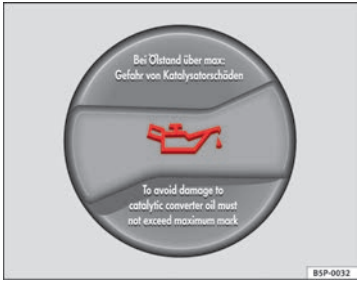

Fig. 145 In the engine compartment: Engine oil filler cap
– Unscrew cap from oil filler opening ⇒ fig. 145.
– As soon as the oil level is in area (B), carefully close the cap.